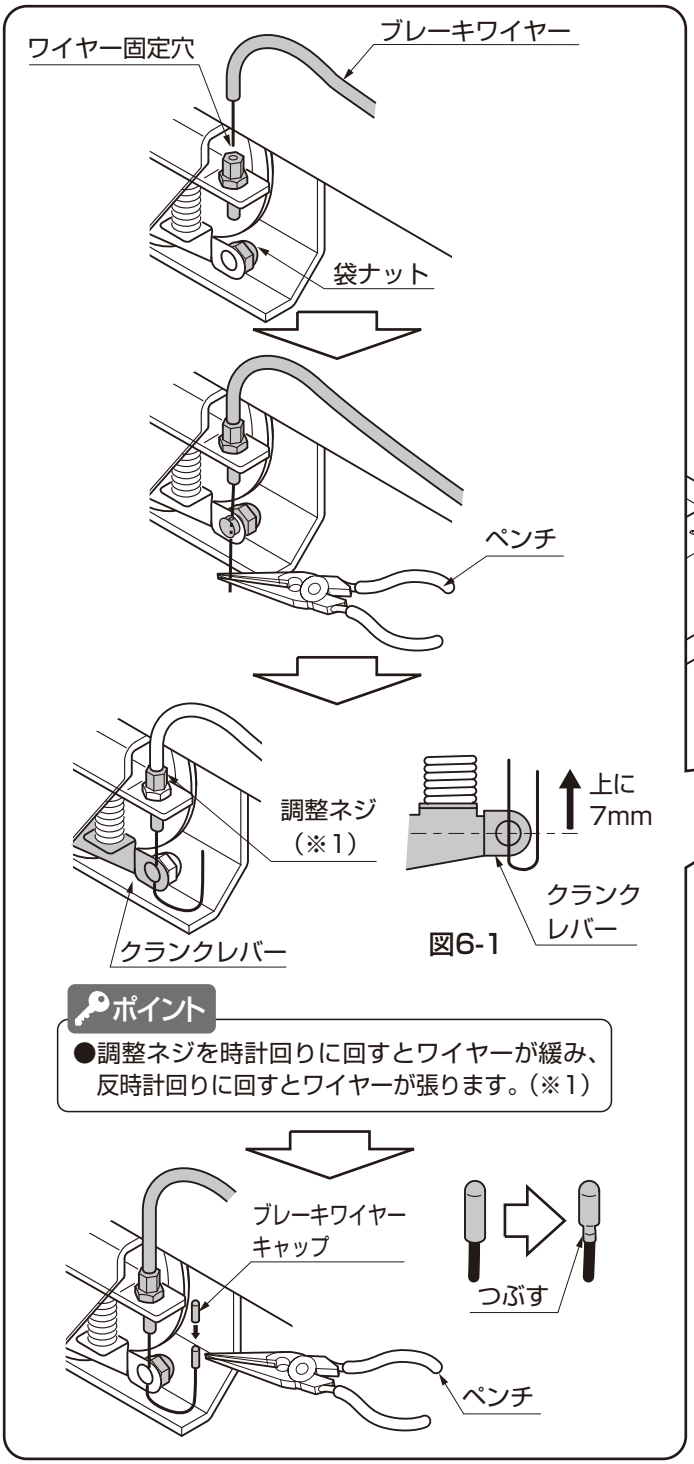

図6-1
①戸当り框下部からでているブレーキワイヤーをブレーキ戸車のワイヤー固定穴に差込んでください。
②ブレーキ戸車の袋ナットを緩め、ブレーキワイヤー先端部を通してください。
③ハンドルを真っすぐにした状態でワイヤーをペンチなどで引っぱり、ハンドルがガタつかないのを確認したら、袋ナットを締めつけてください。
④ハンドルを動かし、ブレーキが解除され、引戸が動くことを確認してください。その際、クランクレバーが上に7mm動くのを目安に調整してください。（図6-1参照）
⑤ブレーキワイヤーを袋ナット部から上方に折り曲げ、先端にブレーキワイヤーキャップをかぶせ、抜けないようにペンチでつぶしてください。